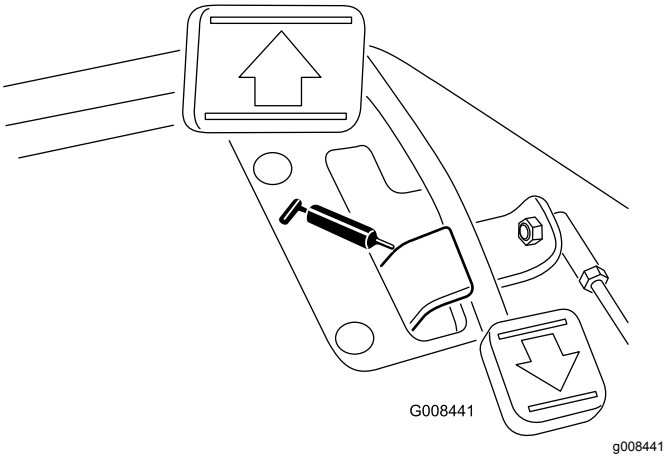

Figuur 31
- Draaipunt van tractiepedaal (1) (Figuur 31)